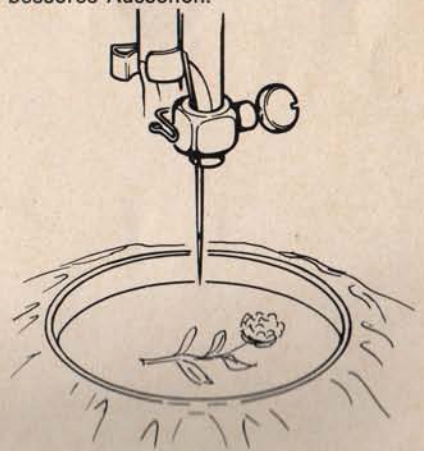

Abb. 19
21. Sticken und Stopfen (Abb. 19)